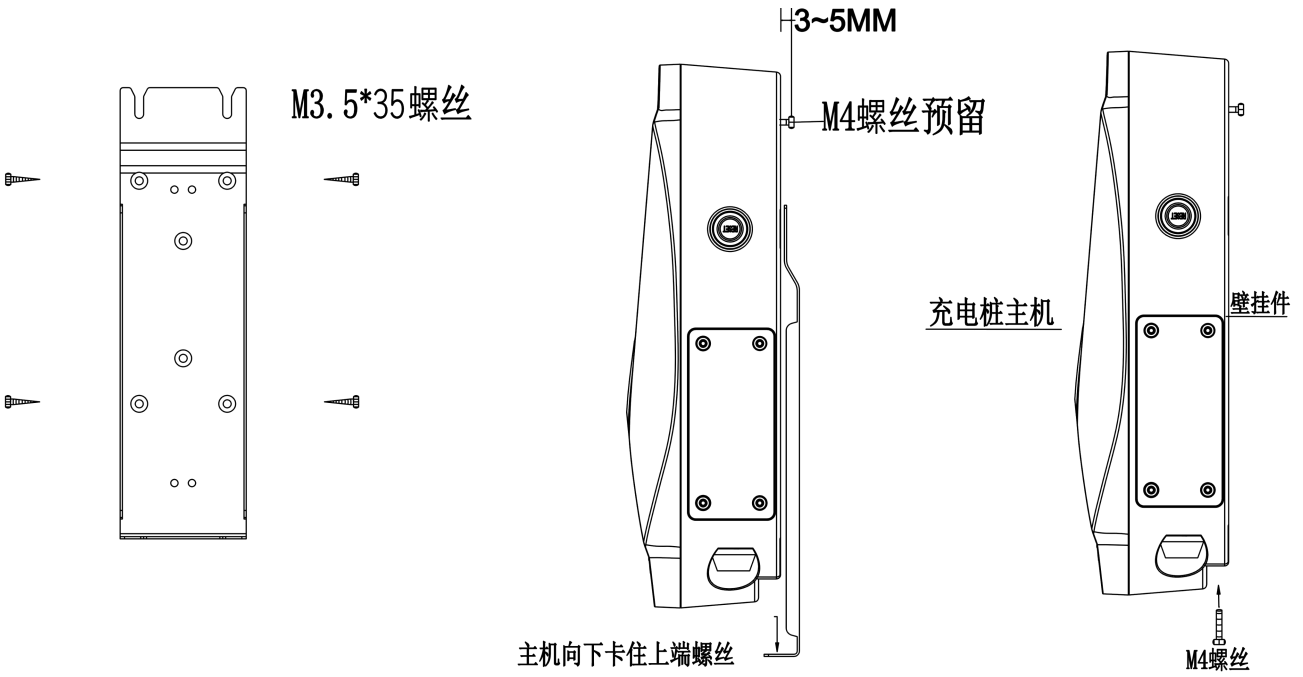

图 13
2、先将壁挂件贴在墙上在画出打孔位置，用冲击钻配合 6mm 的冲击钻头钻头打孔，将塑料胶塞锤入孔中，再用 M3.5*35mm 的木工螺丝的螺丝固定壁挂件固定板，最后用随机配送的 M4 螺丝将充电桩与壁挂件固定板紧固即可，如图 13。